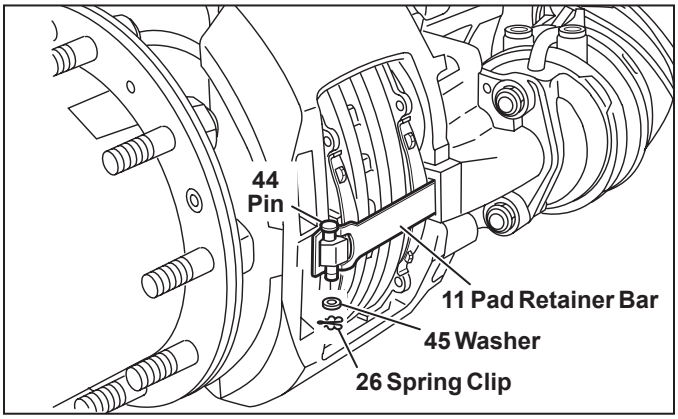

Figure 34 – Pad Retainer Bar Removal
5.2.4 *See Figure 34.* Remove and discard the pin retention clip (26) and washer (5).
5.2.21 Push the new pad retainer bar (11) into the groove of the caliper. Press down on the pad retainer bar, and insert the pad retainer pin (44), with the pin pointing downwards, where possible. Install the supplied washer (45) and then the spring clip (26). *(See Figure 34).*